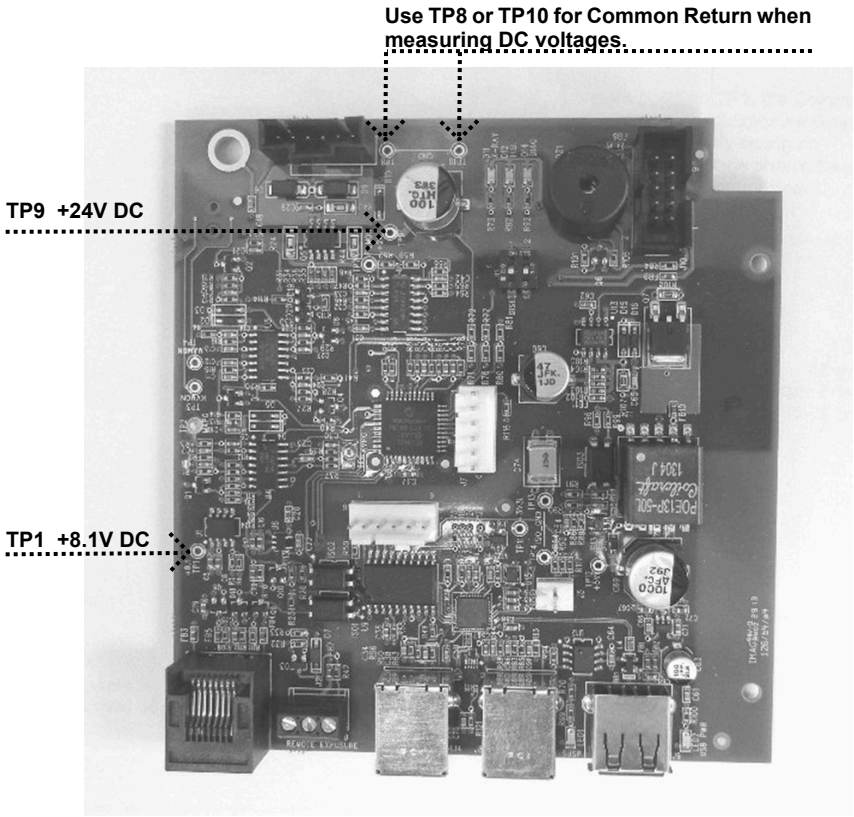

Figure 58
6. On the Power Supply Board, use TP2, as a common test point, and check TP1 +24 volts DC and TP3 8.1 volts DC, as shown in Figure 58. Then use TP5 as the common return to check TP4 for the presence of +12 volts DC. Should any of these voltages not be present, replace the Power Supply Board. If each voltage is present, inspect the condition of the ribbon cable between the Power Supply Board and the Logic Board. If the cable is undamaged and seated properly, replace the Logic Board.